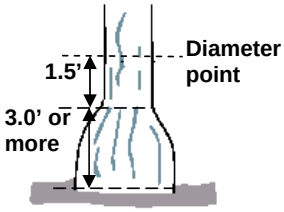

Figure 25. Bottleneck tree.
2. Tree with butt-swell or bottleneck: Measure these trees 1.5 feet above the end of the swell or bottleneck if the swell or bottleneck extends 3.0 feet or more above the ground (Figure 25).